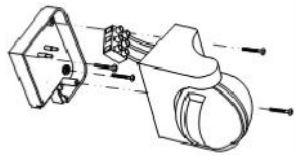
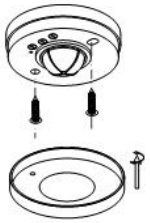

Рис. 1
Рис. 2
4.3. Для моделей IS 770 (рис. 1) и IS 771 (рис. 2): установить основание датчика на опорную поверхность.